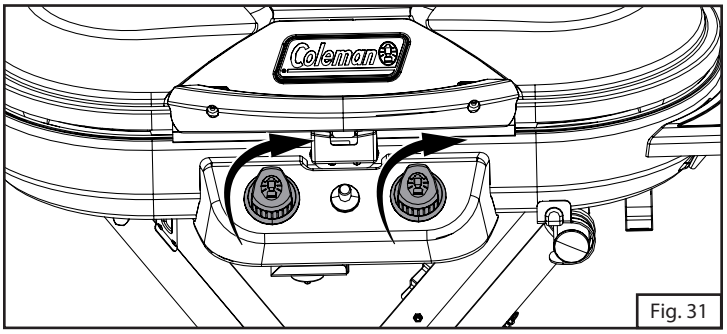

Fig. 31
1. Turn both control knobs off. (Fig. 31)